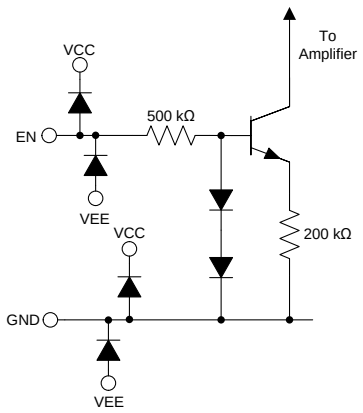

Figure 46. EN Pin Simplified Internal Schematic
The enable pin (EN) of the INA1620 is used to toggle the amplifier enabled and disabled states. The logic levels defining these two states are: $V_{EN} \leq 0.78$ V (shutdown mode), and $V_{EN} \geq 0.82$ V (enabled). These threshold levels are referenced to the device ground (GND) pin. The EN pin can be driven by a GPIO pin from the system controller, discrete logic gates, or can be connected directly to the V+ supply. Do not leave the EN pin floating because the amplifier is prevented from being enabled. Likewise, do not place GPIO pins used to control the EN pin in a high-impedance state because this placement also prevents the amplifier from being enabled. A small current flows into the enable pin when a voltage is applied. Using the simplified internal schematic shown in Figure 46, use Equation 4 to estimate the enable pin current:
As illustrated in Figure 46, the EN pin is protected by diodes to the amplifier power supplies. Do not connect the EN pin to voltages outside the limits defined in the *Specifications* section.
The inclusion of a ground (GND) pin in the INA1620 architecture allows the internal enable circuitry to be referenced to the system ground, eliminating the need for level shifting circuitry in many applications. The internal amplifier compensation capacitors are also referenced to this pin, greatly increasing the ac PSRR. For highest performance, connect the GND pin to a low-impedance reference point with minimal noise present. As shown in Figure 46, the GND pin is protected by ESD diodes to the amplifier power supplies. Do not connect the GND pin to voltages outside the limits defined in the *Specifications* section.